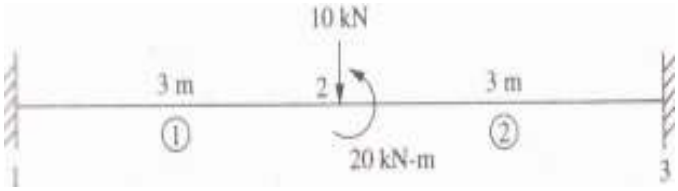

Figure 9
Q.5 **(a)** Determine the displacement and the rotation under the force and moment located at the center of the beam as shown in Fig. 9. Assume E = 210Gpa and $I = 2 \times 10^{-4} m^4$. **10**